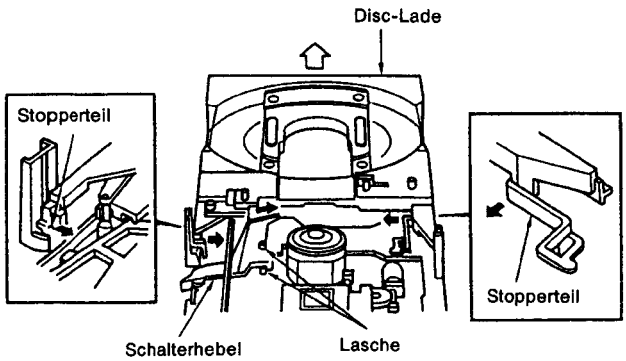

Abb. 1
1. Austausch von Teilen im Lademechanismus (Abb. 1 und 2)
Öffnen Sie die Disc-Lade. Benutzen Sie einen flachen Schraubenzieher um die Stopper in Abb. 1 (je einer links und rechts) in die Richtung des schwarzen Pfeils zu drücken. Ziehen Sie dann die Disc-Lade in Richtung des weißen Pfeils heraus.
(2) **Einbau der Disc-Lade (Abb. 1, 2 und 3)**
(5) **Austausch des Hebelschalters (Abb. 1)**